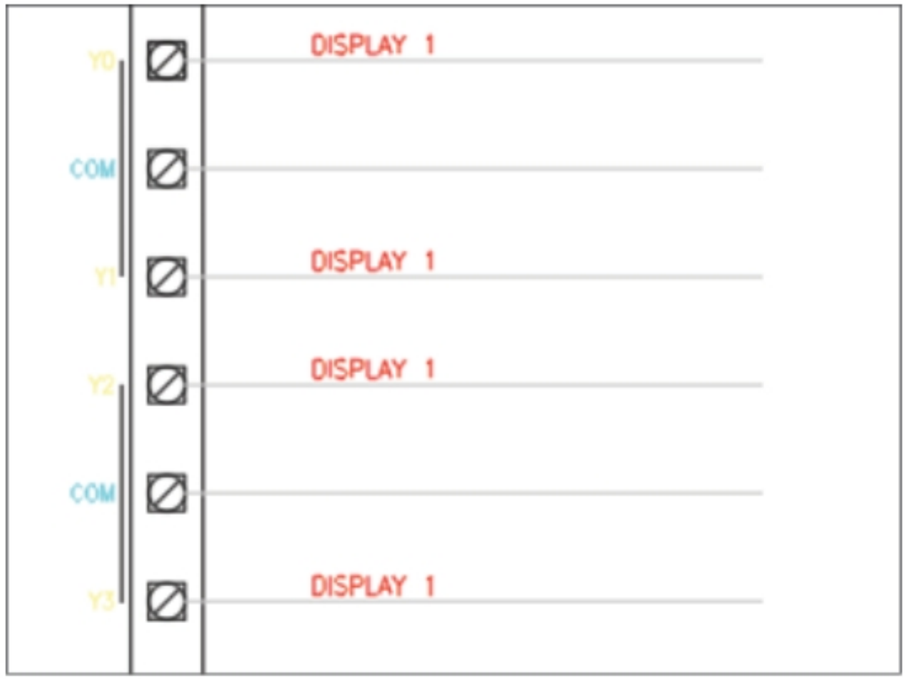

Figure-32. Creating wires for Display 1
- Click at desired location to specify end point of wires; refer to Figure-32.